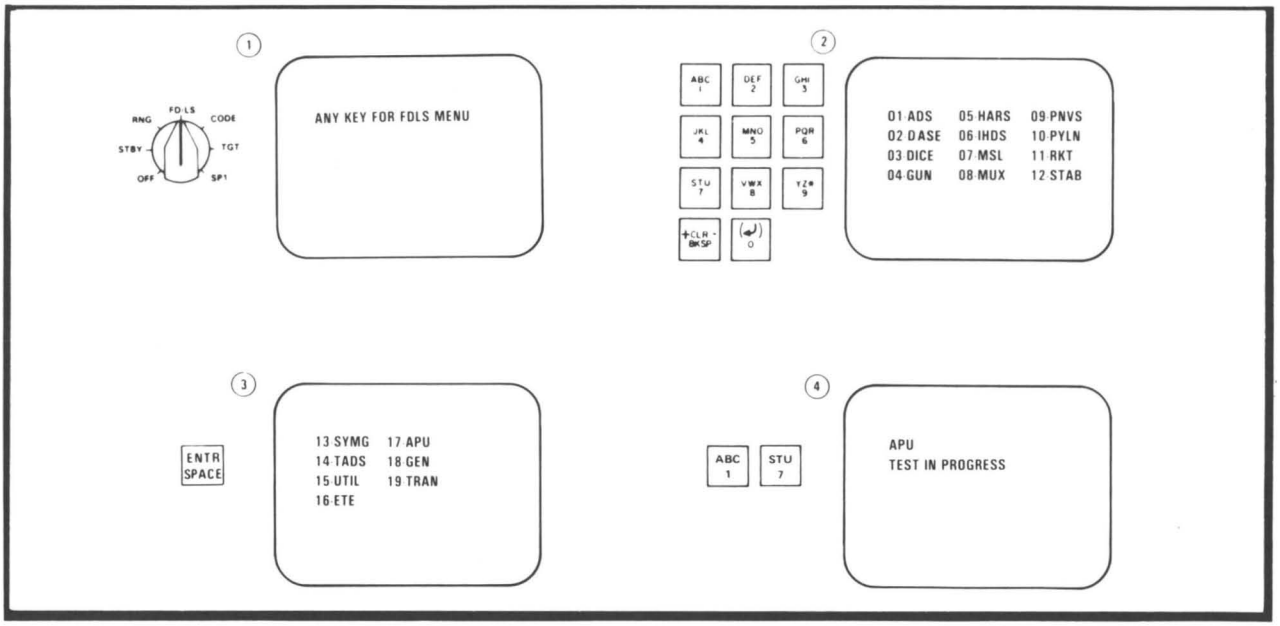

FIGURE 8: Fault detection/location system keyboard initiated tests.
• FD/LS, keyboard initiated system tests, figure 8, verify the go/no-go status of the LRUs of a given system. The LRUs of systems numbered 01 to 19 in the figure can be tested. The main transmission and engine nose gearbox temperature and pressure absolute values also can be called up for display, while the end-to-end test will verify the status of all monitored LRUs.
(1) Position the selector on the data entry keyboard to the FD/LS position. The symbology will blank and the message "ANY KEY FOR FDLS MENU" will be displayed after all system no-gos have been scrolled.
(2) When one data entry keyboard key (0-9 or CLR/BKSP) is pressed, the first half of the FD/LS menu will be displayed.
(3) Press the ENTR SPACE key to scroll the menu to display the second half of the menu.
(4) Select the system to be tested and enter the appropriate number code for that system. Observe the number present for about 1 second prior to the test starting. The system will automatically perform the test and announce failed LRUs on the display.